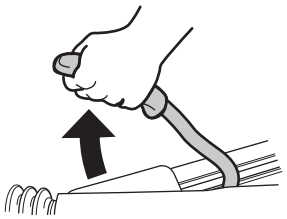

Fig. 9
► Ponga el freno de estacionamiento (Fig. 9) y / o asegure los neumáticos con calzas.